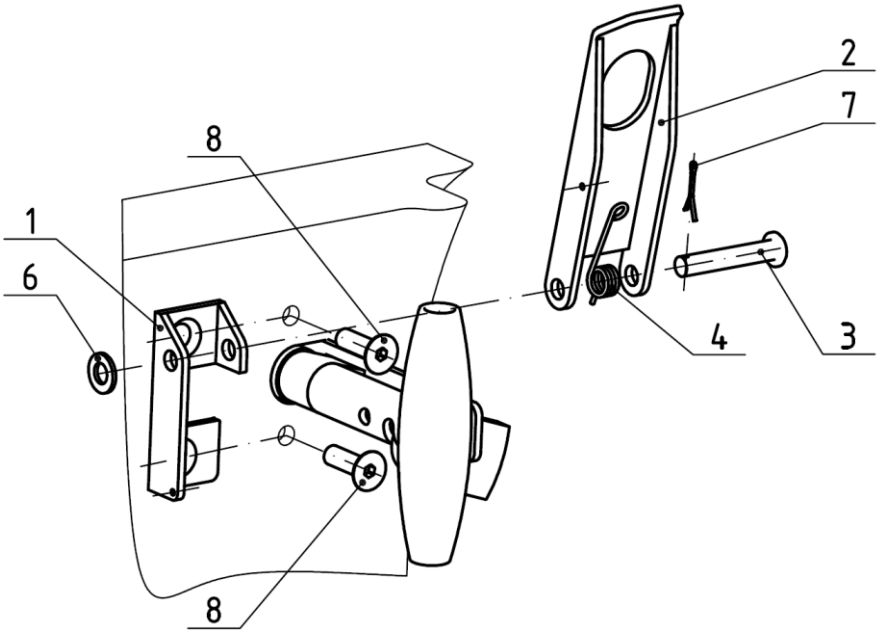

Figure 4
2.2. Install the protector console [1] using bolts [8]. Put the protector [2] with a spring [4] on the console [1], attach them using pin [3], washer [6] and split pin [7] (Figure 4).